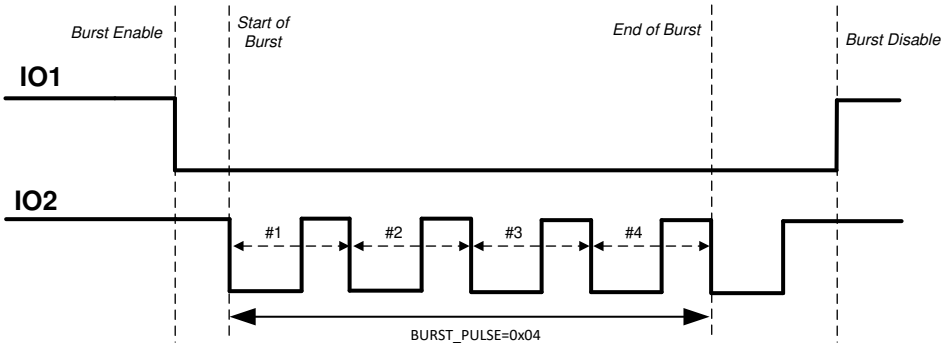

図 7-2. IO_MODE 1 Description
- **IO_MODE = 1:** In this mode, the external clock for the transducer is applied at the IO2 pin and the burst mode is enabled when IO1 pin transitions low (see 図 7-2). The device then expects a clock at IO2 pin to generate pulses on the OUTA/OUTB pins. The start of burst happens from the first falling edge of IO2. The number of pulses are counted by counting falling edge to next falling edge transitions on IO2 once the start of burst is triggered. End of burst sequence is signaled when the number of pulses defined in BURST_PULSE are sent or IO1 transitions high, whichever occurs earlier. TI recommends that IO2 is held high before start of burst to count the number of pulse correctly. After the start of burst, the state of OUTA and OUTB pins are determined by IO1 and IO2 pins. A transition of IO1 from low to high to low again is required to initiate a new burst sequence.